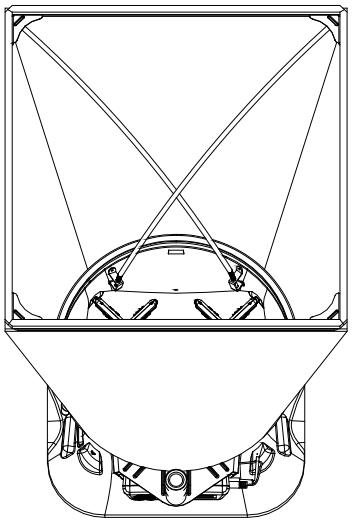

Figure 16: Installing a Support Pole
3. Grasp the support pole. Bend the pole slightly to insert the top end of the pole into the support pole cup located in the opposite corner of the fabric frame. The poles are connected to the frame corners in a crisscross fashion as shown in Figure 16~~Figure 16~~.